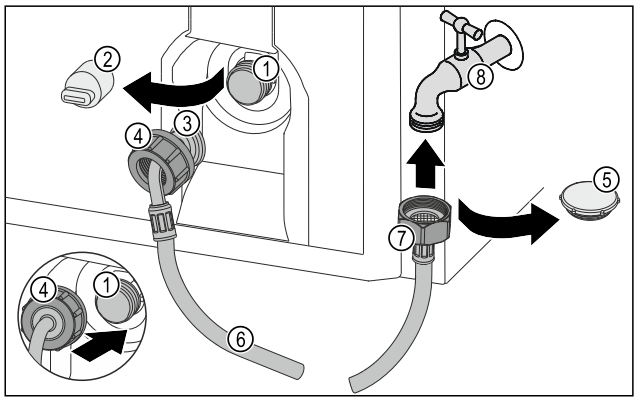

Fig. 74
▶ Noņemiet noslēgvāciņu *Fig. 74 (5)*.
▶ Pielieciet taisno šļūtenes galu *Fig. 74 (7)* pie ūdens krāna *Fig. 74 (8)*.
▶ Pievelciet taisnā šļūtenes gala *Fig. 74 (7)* uzgriezni pulksteņrādītāja kustības virzienā.